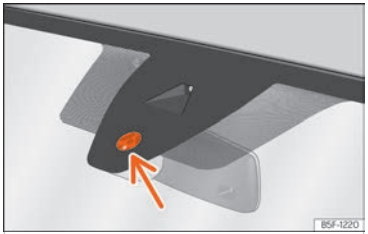

Fig. 88 Superfície sensible del sensor de pluja.
Les possibles causes d'anomalia i interpretacions errònies *a la superfície sensible* ››› fig. 88 del sensor de pluja són, entre d'altres:
- **Brutícia**: la pols seca, la cera, el recobriment dels vidres (efecte lotus) o les restes de detergent (túnel de rentat) poden reduir l'efectivitat del sensor de pluja o fer que reaccioni més tard, més a poc a poc o que no funcioni. Netegeu regularment la superfície sensible del sensor de pluja ››› fig. 88 (fletxa) i comproveu possibles danys en les escombretes.